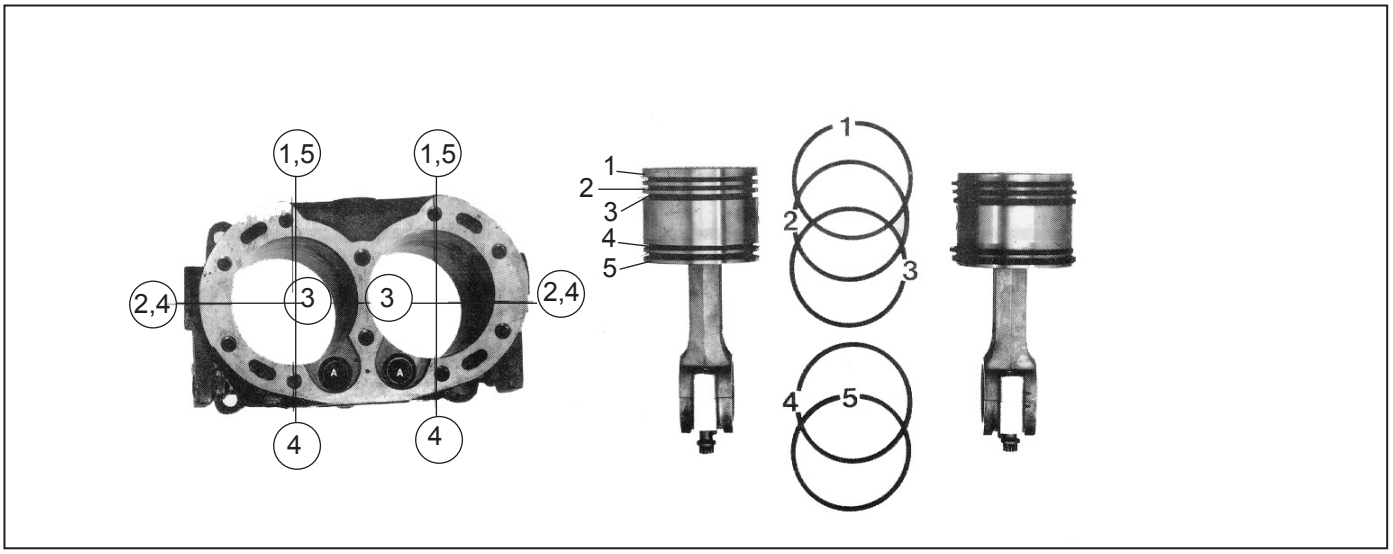

Figure 2 – Ring Gap Positioning
4. Rotate the piston rings in their respective groove so that each gap is at least 90° from the previous ring's gap. Position the ring gaps so that all of them remain outside the compressor inlet valve throat area in the cylinder block. (*Refer to Figure 2.*)